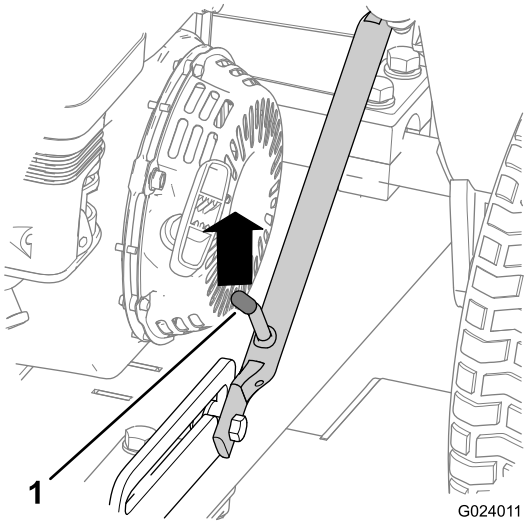

Figur 25
A. Skyv opp på låseenheten til låsespaken er fri fra glidestoppehaken (Figur 25).
D. Hev låsen (Figur 29) til låsespaken låses i glidestopphaken (Figur 25).